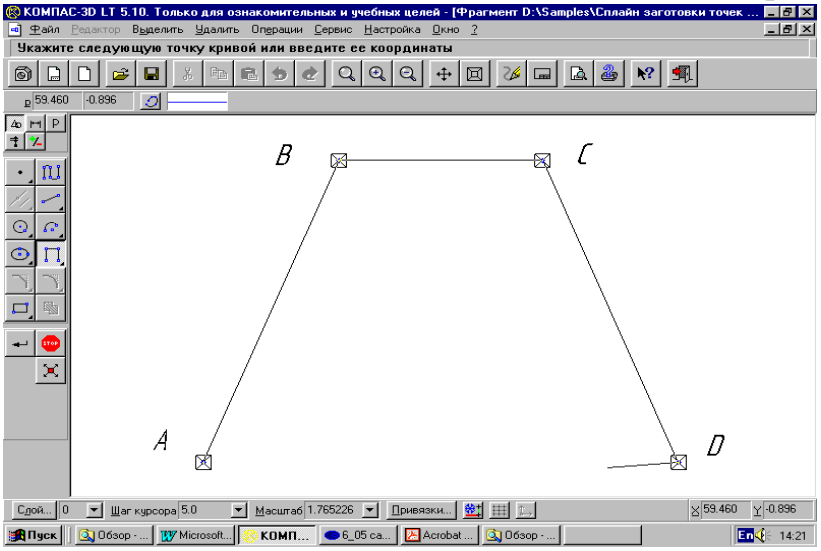

Рис. 9.3. Построение ломаной по выбранным точкам.
2) привяжитесь последовательно к точкам ***A***, ***B***, ***C*** и ***D*** (рис. 9.3);